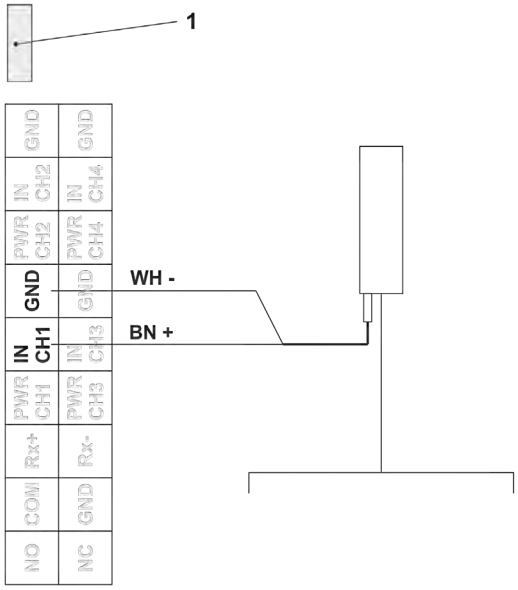

Fig. 29-5 Raccordement d'un pluviomètre
Pluviomètre : chap. « 29.4 Raccordement du pluviomètre » et Fig. 29-5.
1. Enfichez le jumper/cavalier (pont de court-circuit) joint (Fig. 29-5, pos. 1) sur les deux broches vides à côté du bornier.
3. Raccordez les lignes (marron et blanc) au bornier conformément à la Fig. 29-5. Les deux câbles restants (vert/gn et jaune/ye) ne sont utilisés que si le pluviomètre dispose d'un chauffage et que celui-ci doit être raccordé. Les deux câbles sont ensuite raccordés à la borne de tension 12 V pour l'alimentation externe : jaune (ye) pour (+) ou vert (gn) pour (-)